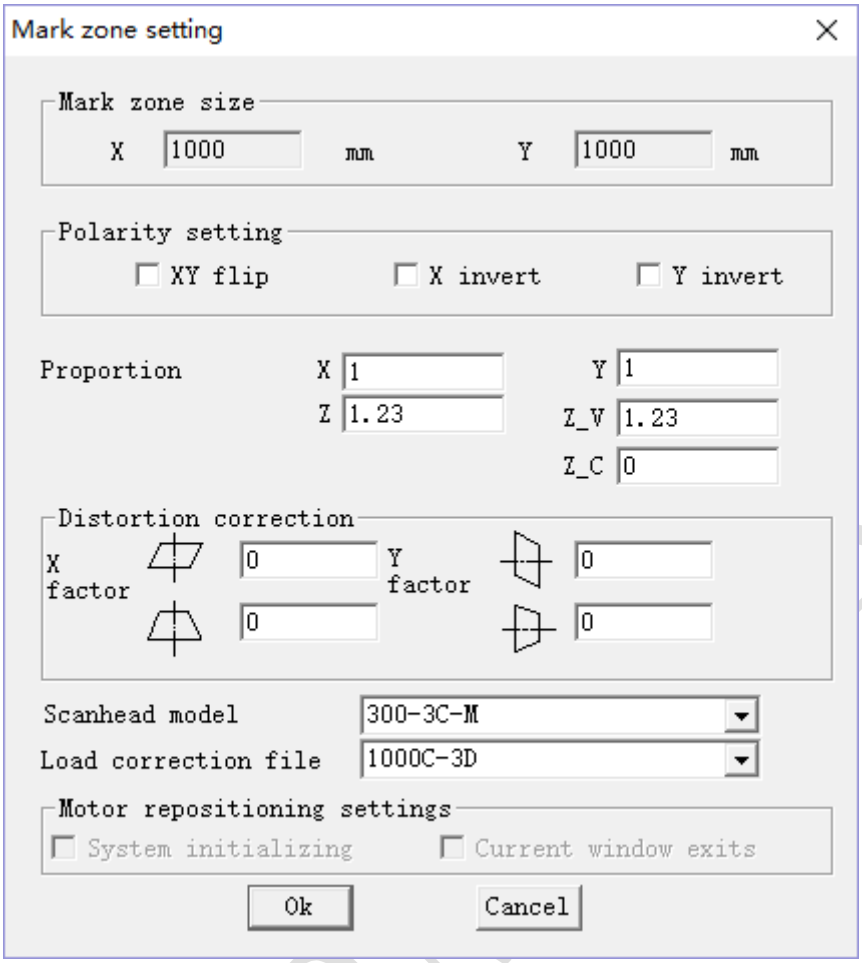

Figure 2-10-7 Table correction marking zone setting
Click in "Setting (S) - System parameters setting - Correction mode - Table", on the screen will pop- up a dialog box. As Figure2-10-7: